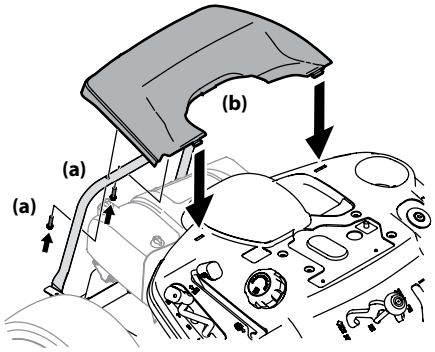

Figura 2-11
Guarde los tornillos hexagonales (a) para uso posterior. Consulte la Figura 2-11.
2. Coloque la tapa trasera del motor (b) ubicándola en su lugar como se indica en la Figura 2-11. Incline la tapa trasera del motor (b) hacia adelante para que calce dentro de las ranuras provistas, luego rótela hacia atrás para alinear los orificios de montaje.